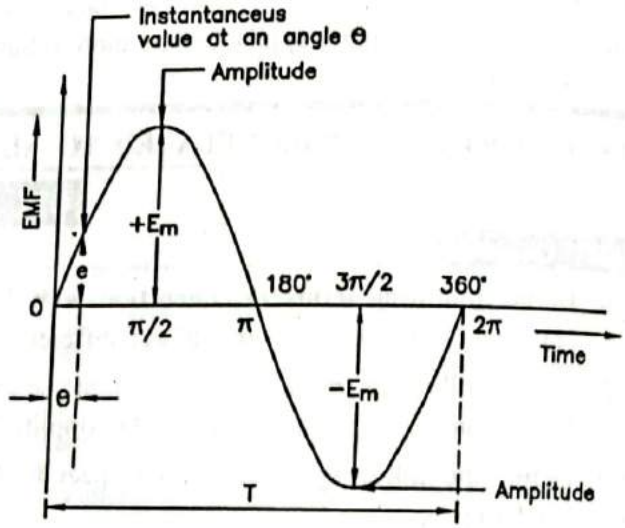

FIG. 2.5 : INSTANTANEOUS VALUE
- The maximum value of voltage and current is denoted by $E_m$ and $I_m$. (Ref. Fig. 2.5)